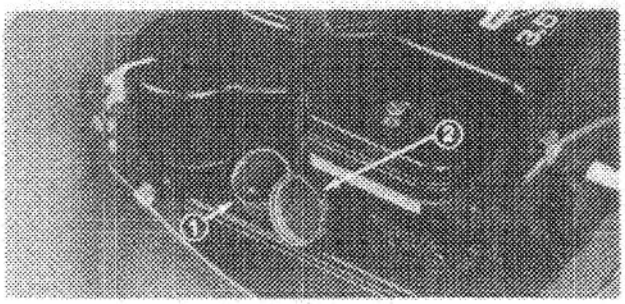

Figure 10
1. Clean area around fuel tank cap and remove cap from tank (Fig. 10).